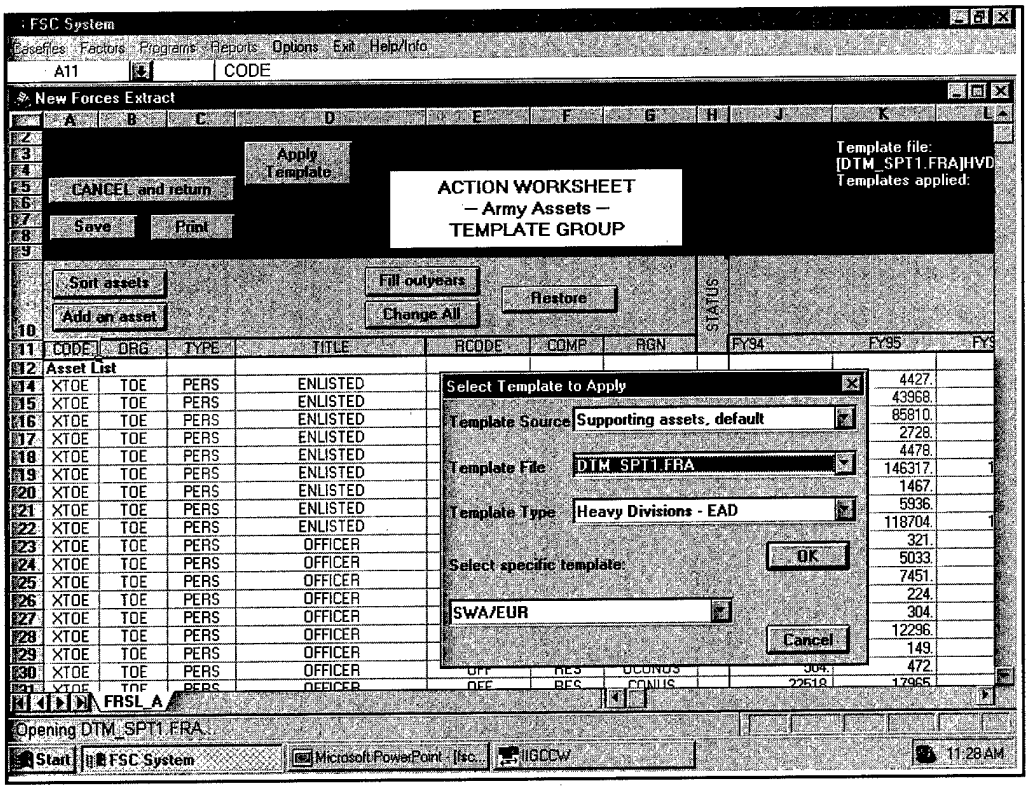

Figure A.3 — Selecting a Template to Apply
Step 3. Press the "Apply Template" button on the action worksheet. The button opens a dialog box that asks for more information about which template you wish to apply. You can select one of the templates stored in the FSC central database or one that you customized by following the same procedures used to customize any factor file. See Figure A.3.